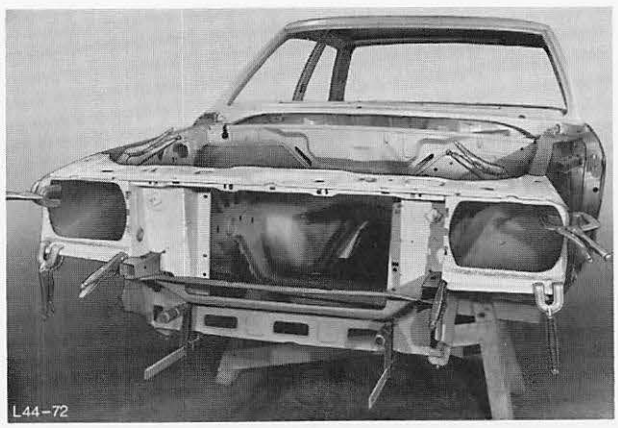

Abb. 67 Zwischenwand – Kühler mit Spannzangen befestigen
10. Zwischenwand-Kühler einpassen und mit Spannzangen befestigen, Abb. 67.